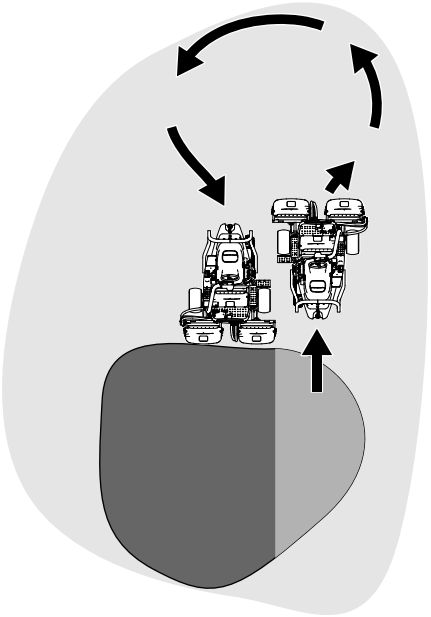

Figur 23
6. Reduser driftstiden og gjør det lettere for deg selv å begynne på neste lengde ved å snu maskinen brått i motsatt retning for deretter å snu den i den retningen du skal klippe. Utfør en dråpeformet sving (Figur 23) for å komme hurtig på plass til neste lengde.